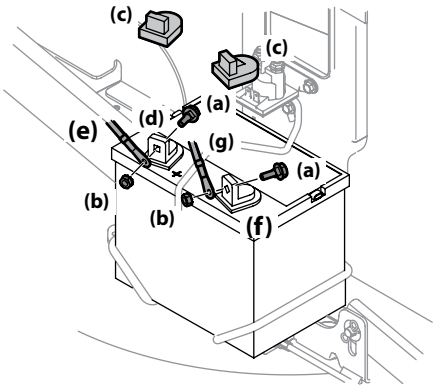

Figura 2-14
1. Extraiga los pernos hexagonales instalados en fábrica (a) ubicados en el extremo del arnés de cables. Guarde los herrajes para uso posterior. Consulte la Figura 2-14.
2. Retire la cubierta plástica (c), si está presente, del borne positivo de la batería (d) y una el cable rojo (e) al borne positivo de la batería (b) utilizando uno de los pernos hexagonales (a) y las tuercas Sems (b) que se extrajeron en el paso 1. Llave y/o llave de cubo de 7⁄16". Consulte la Figura 2-14.
3. Retire la cubierta plástica (c), si está presente, del borne negativo de la batería (f) y una el cable negro (g) al borne negativo de la batería (f) utilizando el perno hexagonal restante (a) y la tuerca Sems (b). Consulte la Figura 2-14.